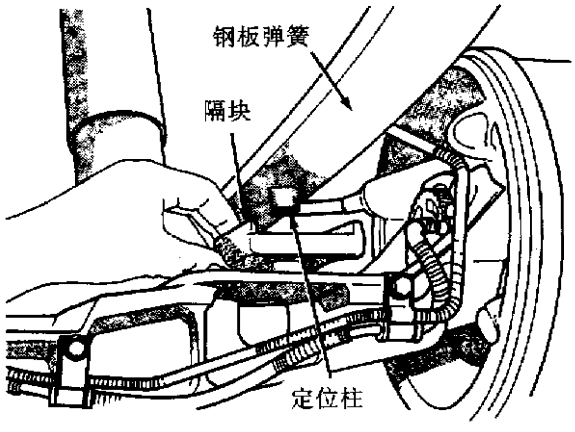

图 8－27　钢板弹簧定位柱
⑥将替换的衬套装入钢板弹簧卷耳，确保衬套凸缘在钢板弹簧外侧。
⑦安装钢板弹簧夹具(专用工具 C－4214－F)。
⑧安装转接器(专用工具 C－4212－4)。
⑨拧紧钢板弹簧夹具直至衬套凸缘底部紧靠钢板弹簧卷耳。
⑩取下钢板弹簧夹具和转接器。
①将前钢板弹簧支架装在钢板弹簧卷耳前部，并安装销轴螺栓和螺母，不要拧紧。注意：销轴螺栓必须朝内侧以防止钢板弹簧安装过程中的结构损坏。
②提升钢板弹簧前端，安装支架的 4 个螺栓，并拧紧至 61N·m。
③将钢板弹簧后端装在支架上并安装吊耳板，不要拧紧；
④核实下钢板弹簧隔块已安装好。
⑤提升后桥总成，使后桥中心位于钢板弹簧定位柱下(图 8－27)。
⑥安装后桥板螺栓，拧紧至 108N·m。